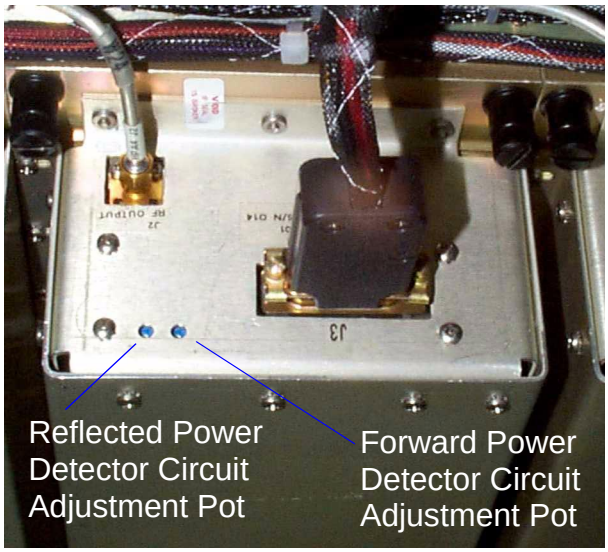

Figure 6-65 HPA Alignment Pots
4. Adjust the forward power detector circuit on the HPA (the port-hole located closest to connector J3, see Figure 6-65) so that the SCMI display reads ~2.2 KW. There is no adjustment required for the HPA reflected power detector, as it is not used.